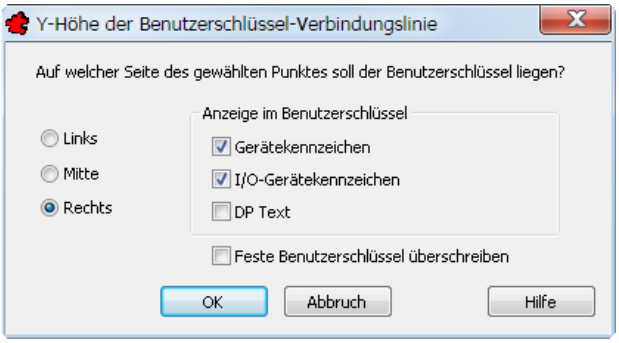

Bild 24.48 – Position und Zusatzinformationen des Benutzerschlüssels
- Im Dialogfenster *Y-Höhe der Benutzerschlüssel-Verbindungslinie* definieren Sie, wie und mit welchen zusätzlichen Informationen der Benutzerschlüssel eingefügt werden soll (Abb. 24.48).